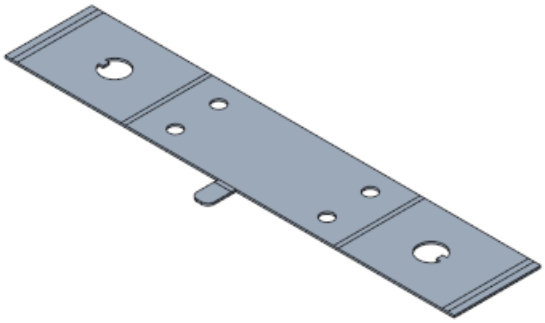

Figure 14-120 *Model after creating the flat pattern*
1. Choose the **Flat Pattern** tool from the **Bends** group; the flat pattern of the model is created and the model similar to the one shown in Figure 14-120 is displayed in the drawing area.